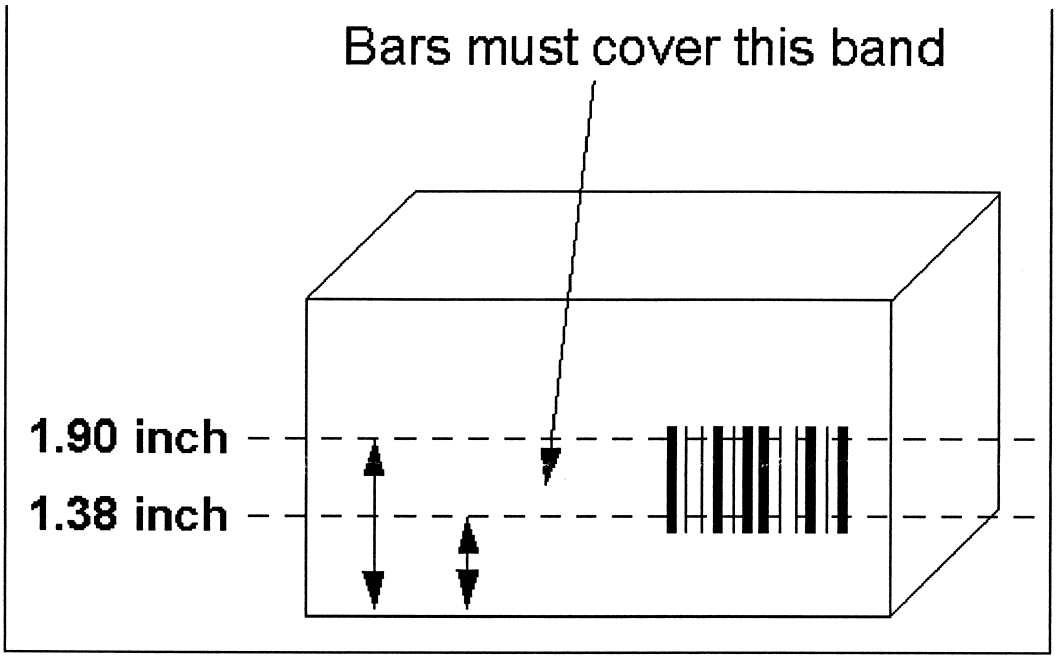

**Figure 18 - Horizontal Band**
- The bars shall be printed tall enough so that the horizontal band indicated in Figure 18 will be filled, as a minimum, by the bar code.